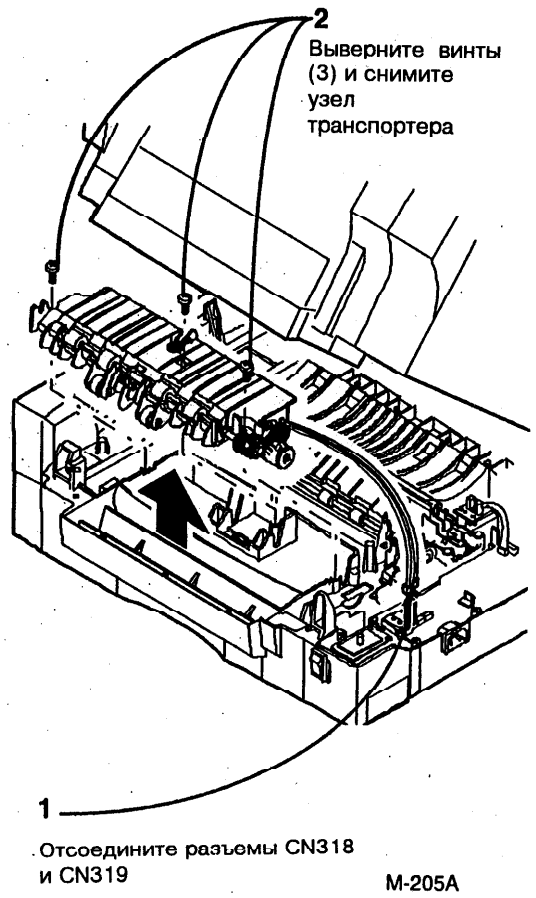

Рис. 1. Снятие узла подачи бумаги
3. (Рис. 1): Снимите узел подачи бумаги.